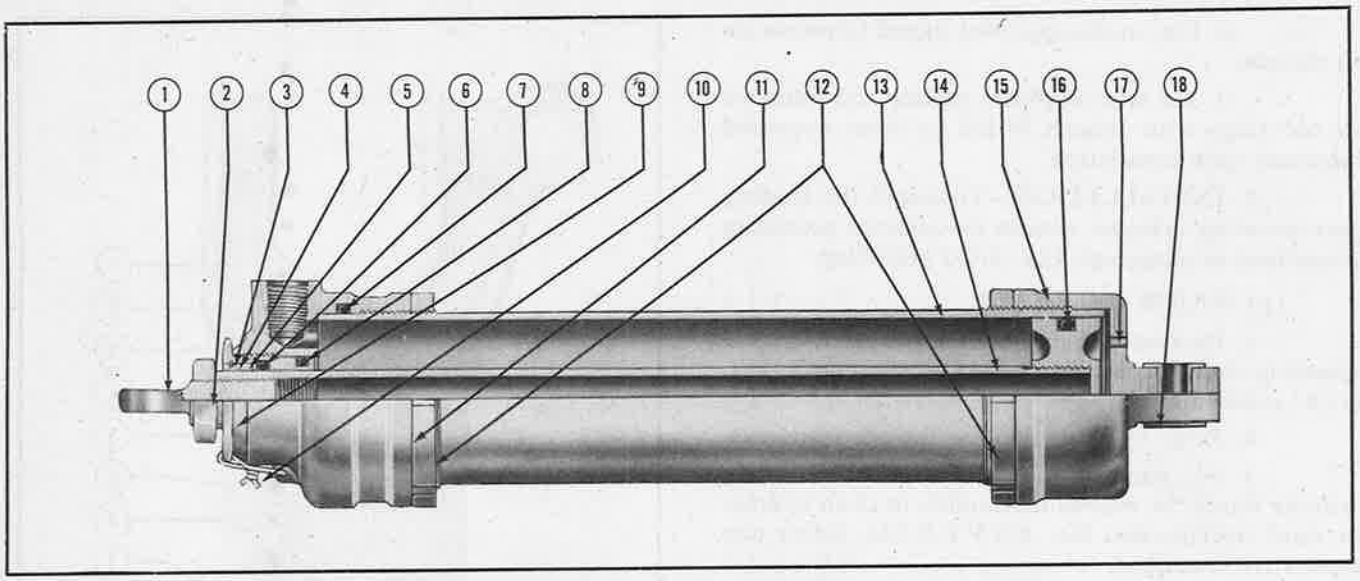

Figure 398—Landing-Gear Hydraulic Compensator Assembly
(4) LANDING GEAR HYDRAULIC COMPENSATOR. *(See figure 398.)*
2. DISASSEMBLY.—Do not attempt disassembly of the compensator in the field. When disassembly is undertaken refer to figure 398 and observe the following instructions:
1. ASSEMBLY.—To assemble the hydraulic compensator refer to figure 398 and reverse the disassembly procedure.